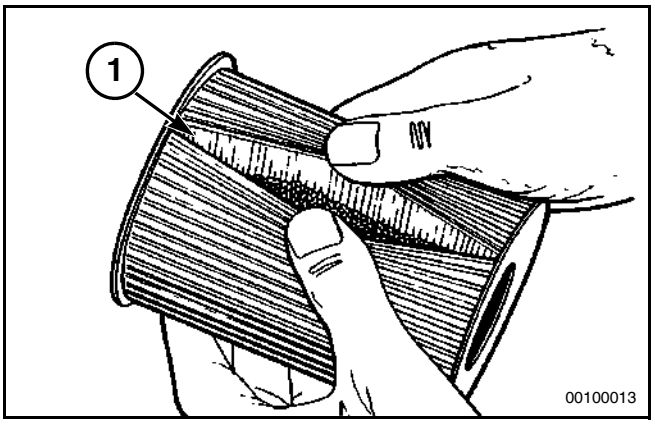

Рис. 31
Рис. 31: С помощью резака для фильтров вскройте фильтрующий элемент (1). Раздвиньте складки и осмотрите фильтрующий элемент для выявления наличия частиц металла и других посторонних частиц. Присутствие чрезмерно большого количества посторонних частиц в фильтрующем элементе может указывать на возможную неисправность узлов двигателя.